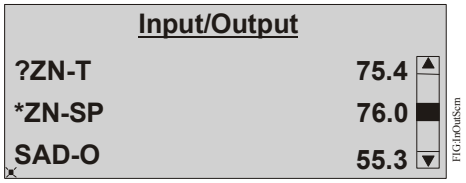

Figure 18: Input/Output Page
2. Select the Input/Output option. A list of all configured input and output points appears (Figure 18).